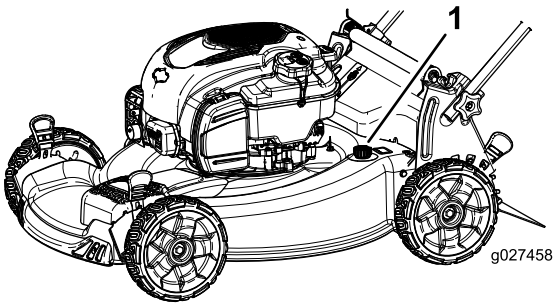

Figura 28
5. Conecte una manguera de jardín que esté conectada a un grifo al orificio de lavado de la máquina (Figura 28).